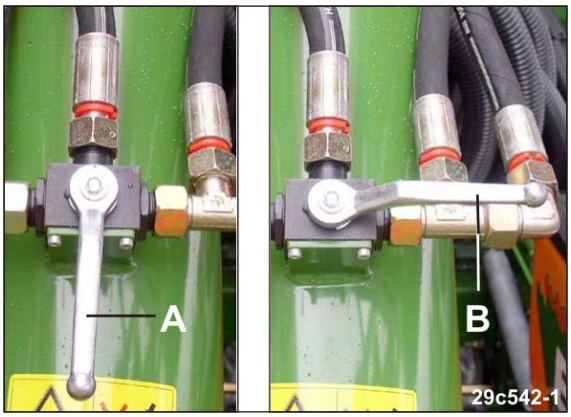

Fig. 198
- Kugelhahn-Hebelstellung A (Fig. 198)
- Kugelhahn-Hebelstellung B (Fig. 198).